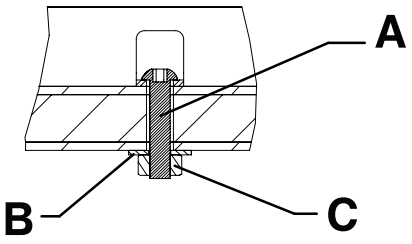
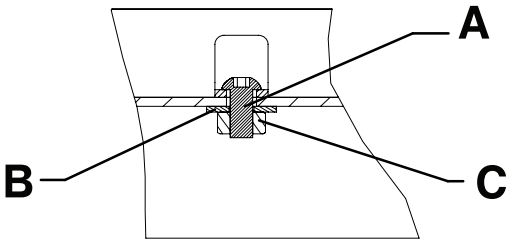

Figur 12 – Gulvmonterte guideskinner – visning 5A
Figur 13 – Brettmonterte guideskinner – visning 5B
5. Fest guideskinnene på gulvet eller brettet med to M8-senkskruer (A), to flate M8-underlagsskiver (B) og to M8-muttere (C) (medfølger ikke) (Figur 12 eller Figur 13).